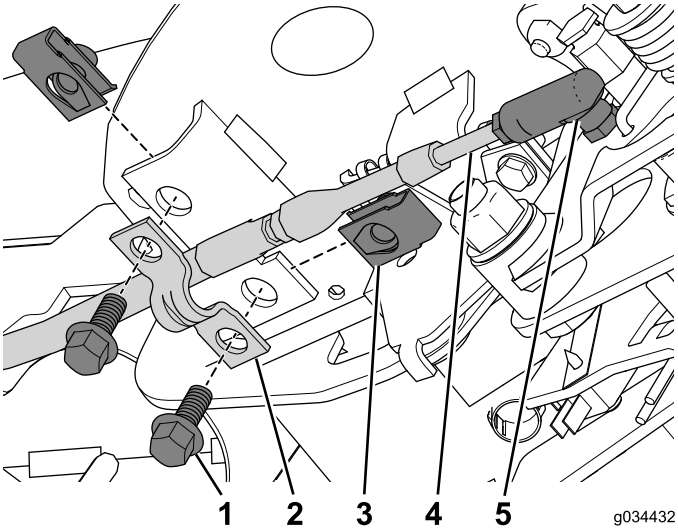

图25
3. 将空档锁电缆连接至电缆接头（图25）。
4. 将锁紧螺母安装到控制台总成上（图25）。
5. 使用 2 个螺栓（1/4 x 5/8 英寸）将带电缆夹的电缆固定到控制台总成上（图25）。